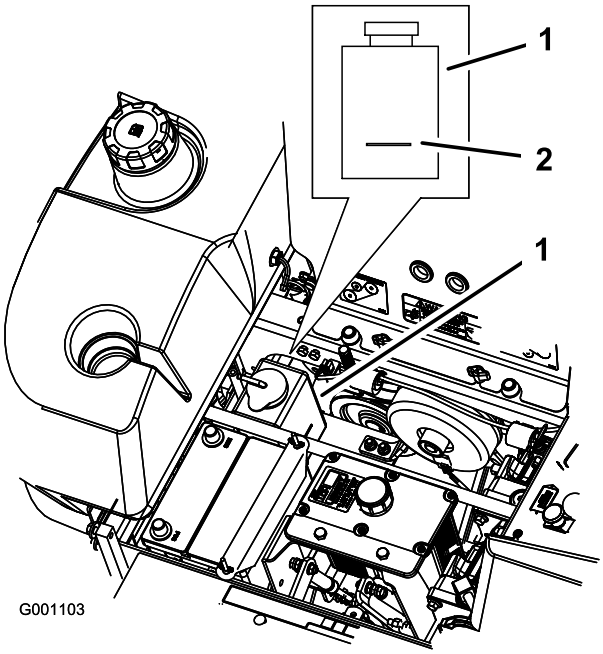

Figur 64
3. Når motoren er avkjølt må du kontrollere nivået i overflytsflasken. Væsken bør nå opp til kulen på utsiden av overflytsflasken (Figur 64).
4. Hvis kjølemiddelnivået er lavt, fyll på en blanding med halvt om halvt med frostvæske for forlenget levetid / Dex-Cool® og vann til overflytsflasken (Figur 64).
5. Fyll på kjølemiddelblandingen til overflytsflasken og fyll det opp til indikatorlinjen på flasken (Figur 64).